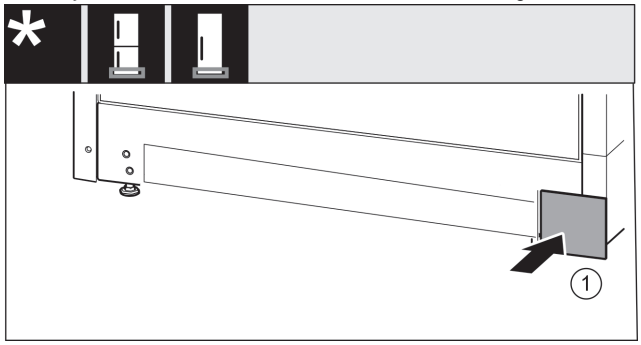

Fig. 33
- ▶ Uzlieciet atpakaļ pārsegu *Fig. 33 (1)* otrajā pusē.